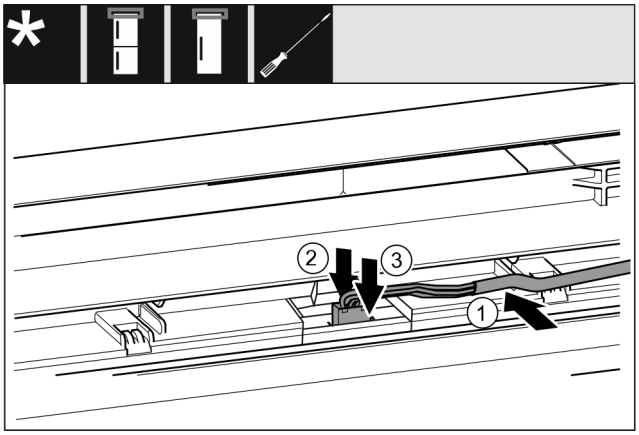

Fig. 40 Ledusskapja / saldētavas kombinācijas / saldēšanas kameras / ledusskapji
▶ Ievietojiet kabeli *Fig. 40 (1)* vadotnē augšējās durvīs.
▶ Spiediet fiksācijas izcilni *Fig. 40 (2)* uz aizmuguri.
▶ Nofiksējiet spraudni *Fig. 40 (3)*.